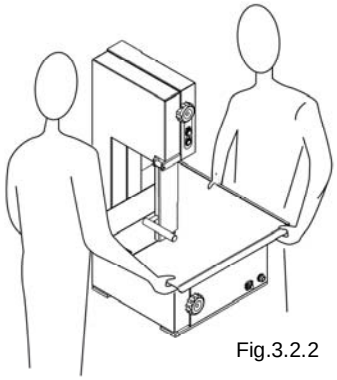

Fig.3.2.2
- Movimentare la macchina almeno in due persone prendendola dal piano di lavoro (Fig. 3.2.2)